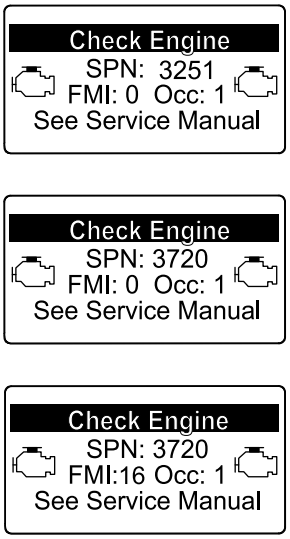

Figur 57
- Hvis motorfejl CHECK ENGINE SPN 3251 FMI 0 (tjek motor-spn 3251, fmi 0) eller CHECK ENGINE SPN 3720 FMI 0 (tjek motor-spn 3720, fmi 0) eller CHECK ENGINE SPN 3720 FMI 16 (tjek motor-spn 3720, fmi 16) vises i infocenteret (Figur 57), skal sodfilteret rengøres ved hjælp af følgende trin: